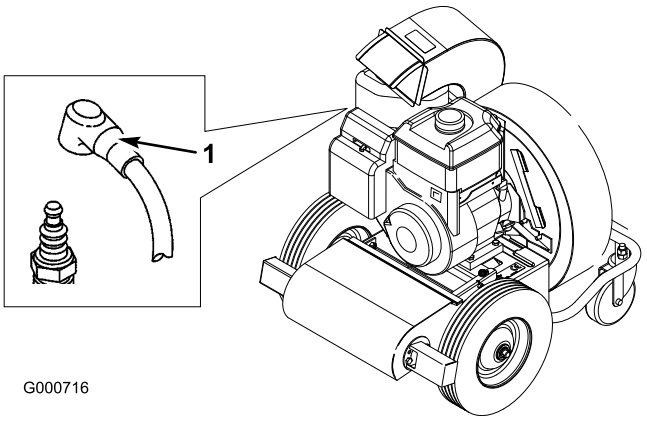

Bild 29
2. Ziehen Sie den Zündkerzenstecker ab (Bild 29).
3. Drücken Sie den Stecker auf die Zündkerze (Bild 29).